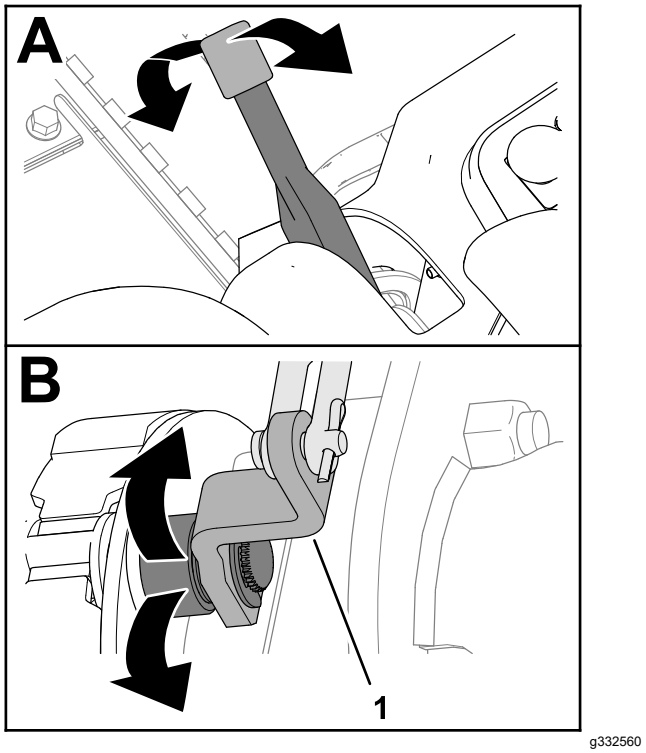

Figur 71
2. Flytta parkeringsbromsspaken uppåt och nedåt för att kontrollera att armen som går till bromskamsarmen rör sig fritt (Figur 71).